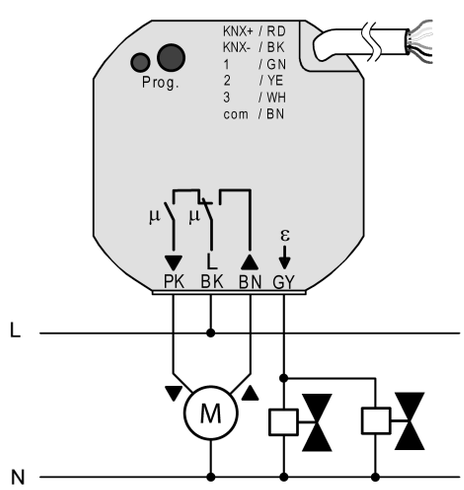

Figura 4: Collegamento della tensione di rete e del carico
(4) Scatola apparecchi (per esempio scatola elettronica)
(5) Parete divisoria
(6) Interruttore per collegamenti in serie
(7) Contatto a potenziale zero, ad es. contatto finestra
- Collegare la tensione di rete, l'azionamento veneziana e gli attuatori elettrotermici con l'ausilio dei morsetti a innesto forniti in dotazione (figura 4).